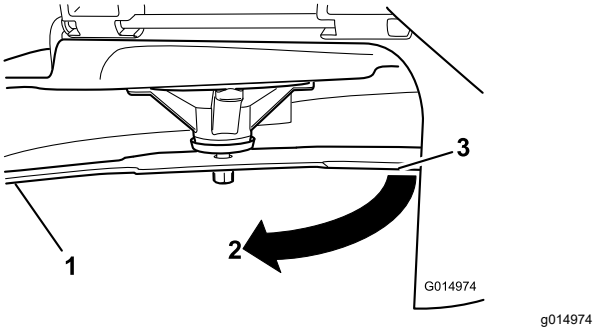

Figur 61
3. Målt avstand mellom blad og overflate (A)
4. Roter den samme kniven 180 grader så den motsatte kniveggen nå er i samme stilling (Figur 61).